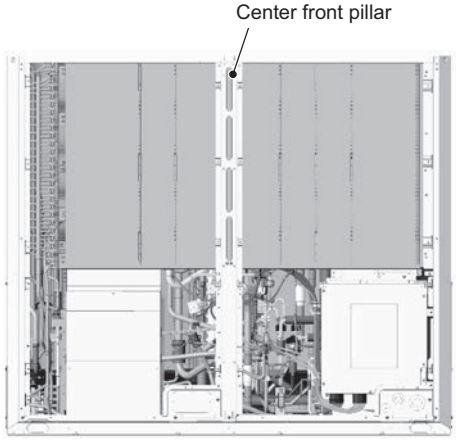

Figure 16
(18) Remove the center front pillar by unscrewing the 2 screws. (See Figure 16.)